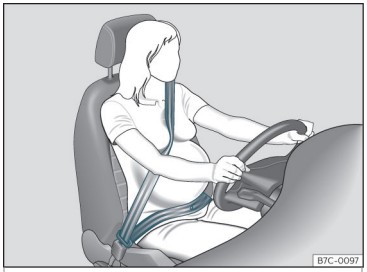

Fig. 12 Position of seat belt during pregnancy.
In the case of **pregnant women**, the seat belt must lie evenly across the chest and as low as possible over the pelvis, never across the stomach and must be worn properly at all times during the pregnancy››› **Fig. 12**.
- **For pregnant women, the lap part of the seat belt must lie as low as possible over the pelvis and always lie flat, “surrounding” the stomach**››› **Fig. 12**.